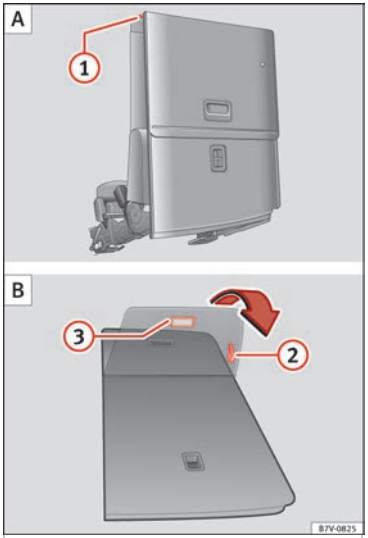

Fig. 164 Third row of seats: fold down the rear seat to load A then return to position B
- If necessary, pull on the lever ››› **Fig. 164** ② to move the seat to the required position.
- Pull lever ››› Fig. 164 ① back and fold the seat backrest forwards. The rear seat folds forward ››› ⚠ and the cushion also moves forward.
- Pull on the handle ››› Fig. 164 ② to put the seat tray back in position.
- Pull on the handle ››› Fig. 164 ③. The entire seat folds backwards.